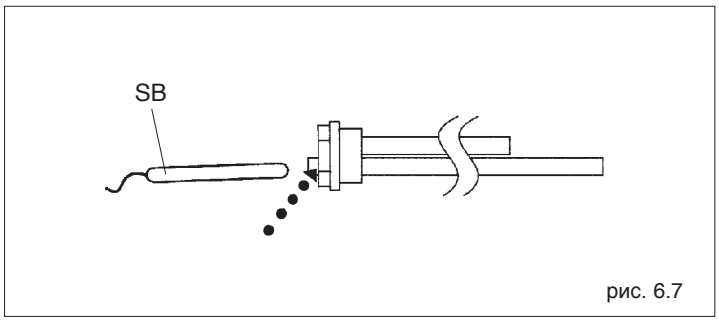

рис. 6.7
- Выньте баллончик датчика бойлера из гильзы (8) (рис. 6.7), которая находится на фланце
- Снимите гайки (9), которые крепят фланец, закрывающий отверстие для обслуживания, к бойлеру